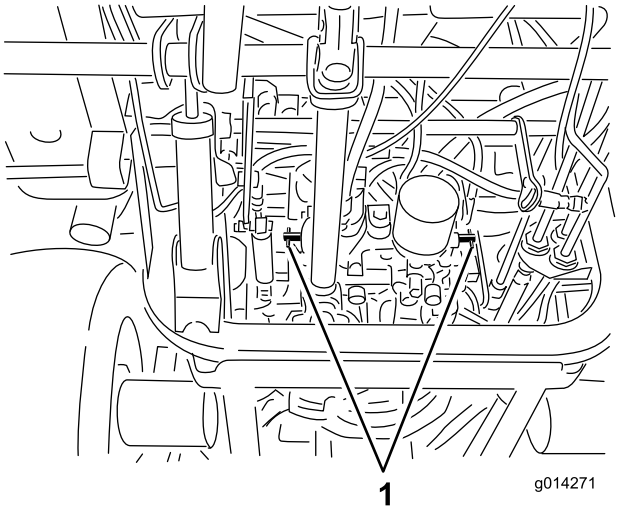

Figuur 34
4. Draai de omloopkleppen 1 slag naar links (Figuur 34).
Draai de omloopkleppen 1 slag naar links en en deze met de hand vast (met een torsie van ongeveer 8 Nm) (Figuur 34).